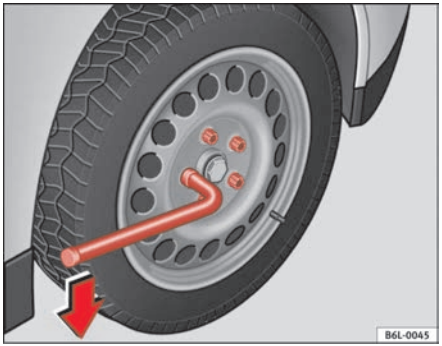

Fig. 124 Changing the wheel: loosen the wheel bolts
– Grasp the box spanner by the end turn it about one full turn to the **left** ⇒ fig. 124.